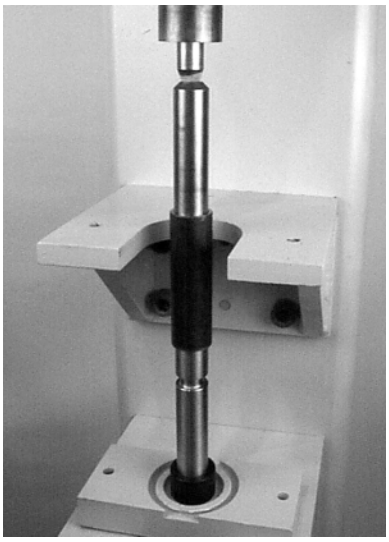

Abbildung 41
5. Mit einer Dornpresse oder einem ähnlichen Gerät das Lager auf die Antriebsrolle drücken (siehe Abbildung 41).